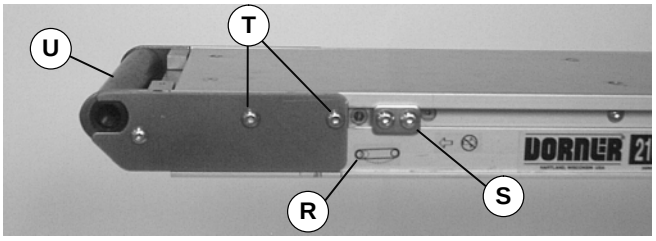

Abbildung 5
Etikett (R siehe Abbildung 5) identifiziert ist, Spurführungsnocken (S) und Deckplattenschrauben (T) zu beiden Seiten des Förderers lösen.
3. Die Spurführungsnocken zur Förderermitte hin schieben, und das Ende (U siehe Abbildung 5) in den Förderbandrahmen drücken.